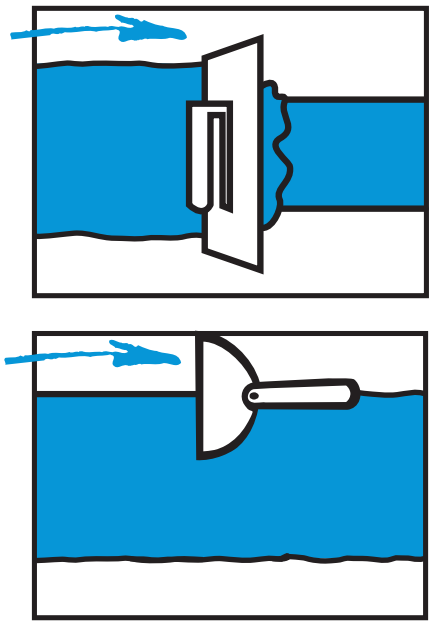

FIGURE 7 Second Coat
- Place tape along the joint and bed it into the compound, removing excess compound and any air bubbles from behind the tape [Refer to Figure 7]
- Using a 200mm trowel to apply a second coat of compound [Refer to Figure 7 and to Figure 10 for minimum coat widths]